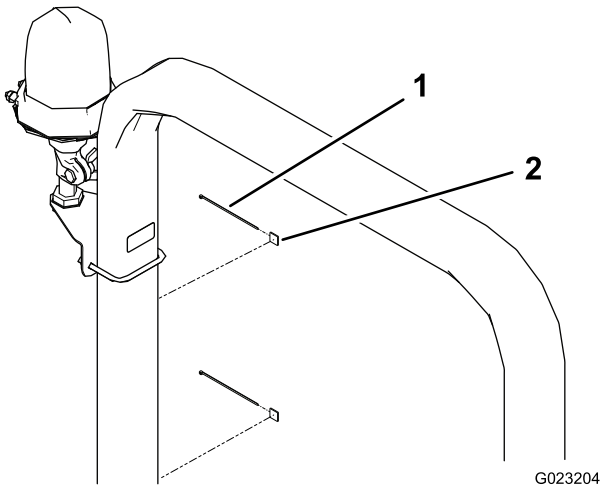

Bild 38
17. Verlegen Sie den Kabelbaum entlang der Überrollschutz- oder Kabinenstrebe und stecken ihn in die Fassung für die Rundumleuchte (Bild 38).
18. Bringen Sie die drei Befestigungspolster an der Überrollschutz- oder Kabinenstrebe an und befestigen Sie den Kabelbaum mit drei Kabelbinden an den Polstern (Bild 38).